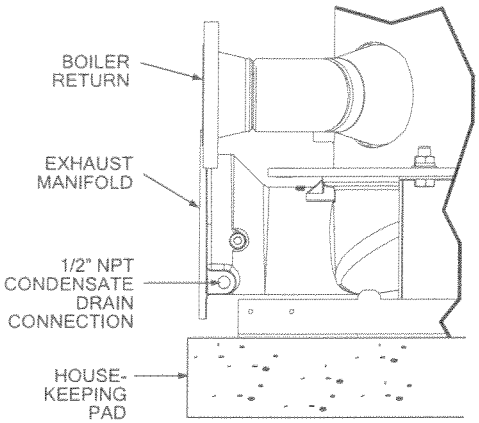

Figure 2-4
The Boiler is designed to condense water vapor from the flue products. Therefore, the installation must have provisions for suitable drainage or collection. A 1/2" NPT drain connection is provided on the exhaust manifold as shown in Figure 2-4.
1. First, install a 1/2" NPT nipple in the condensate drain port shown in Figure 2.4.